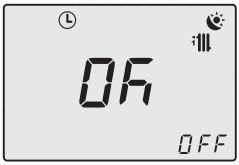

Fig. 2.23
Press key 19 briefly to save (Fig. 2.23).